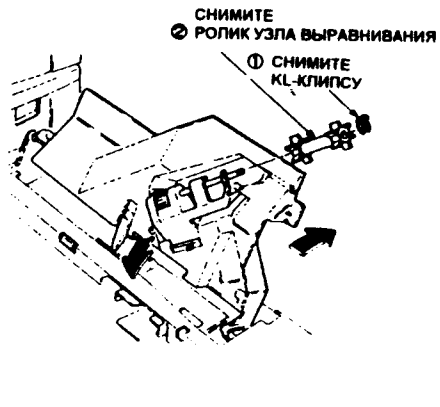

Рис. 1
3. (Рис. 1): Снимите выравнивающий ролик.